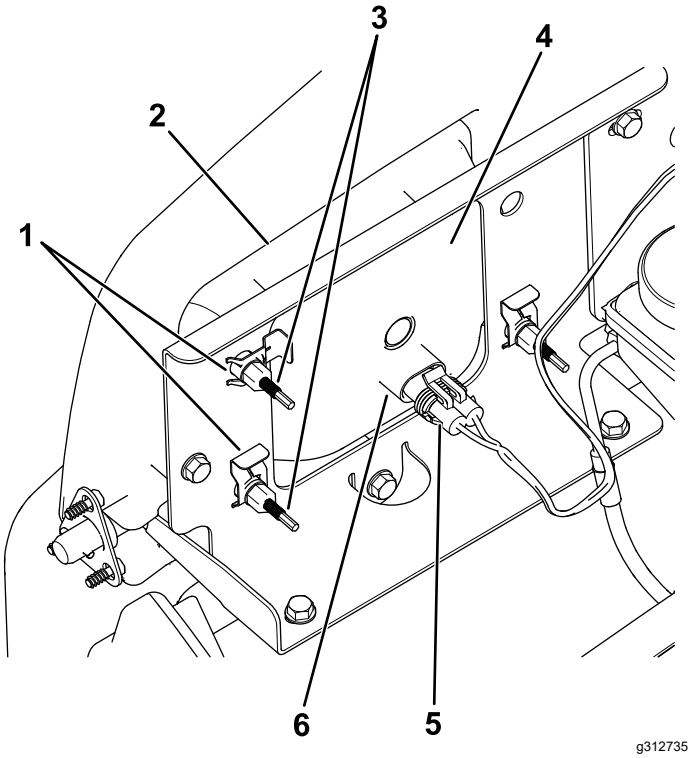

Figur 48
3. Frakobl det elektriske stik til ledningsnettet fra stikket på lampesamlingen (Figur 48).
4. Afmonter klemmerne, der fastgør forlygten til forlygtebeslaget (Figur 48).
5. Fjern forlygteenheden ved at føre den fremad og ud gennem åbningen i forkofangeren (Figur 48).
6. Monter den nye forlygte gennem åbningen i kofangeren (Figur 48).
8. Tilslut det elektriske stik til ledningsnettet til stikket på lampesamlingen (Figur 48).
5. Drej justeringsskruer (Figur 48) bag på forlygteenheden for at dreje forlygteenheden og rette positionen af lygtens lysstråle ind.